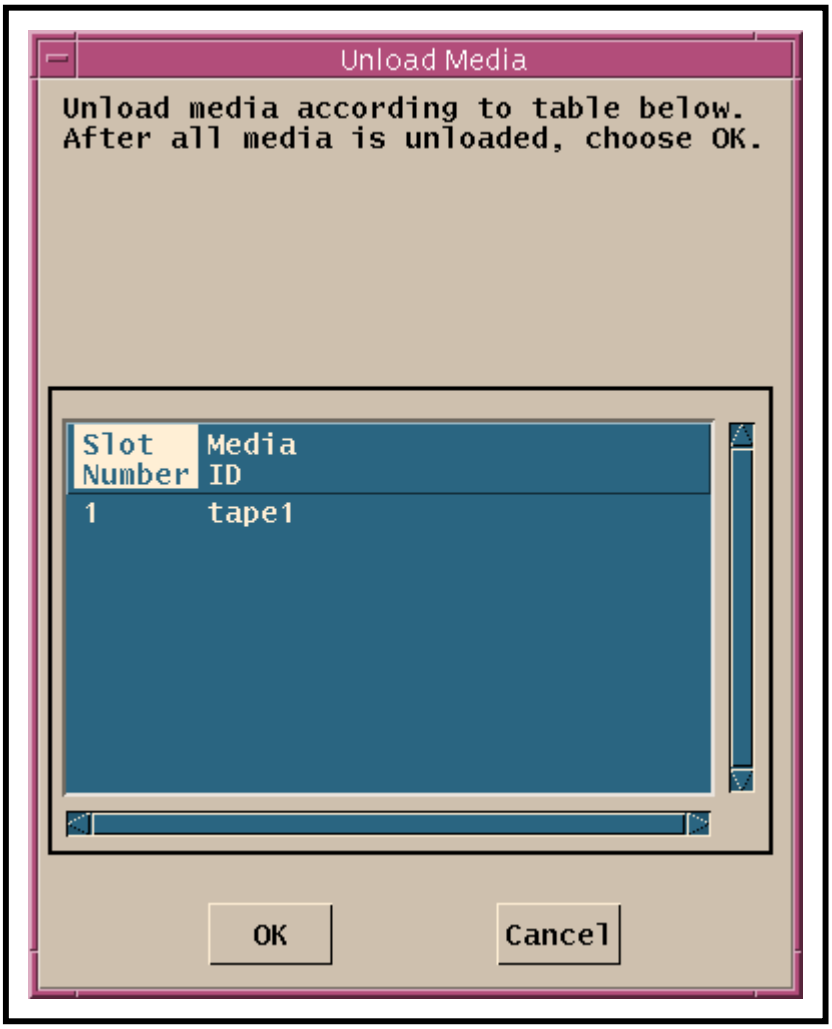

Figure 25. Unload Media Window (Stacker Management)
– If **Unload Media** is selected, a stacker management **Unload Media** (Figure 25) window is displayed.